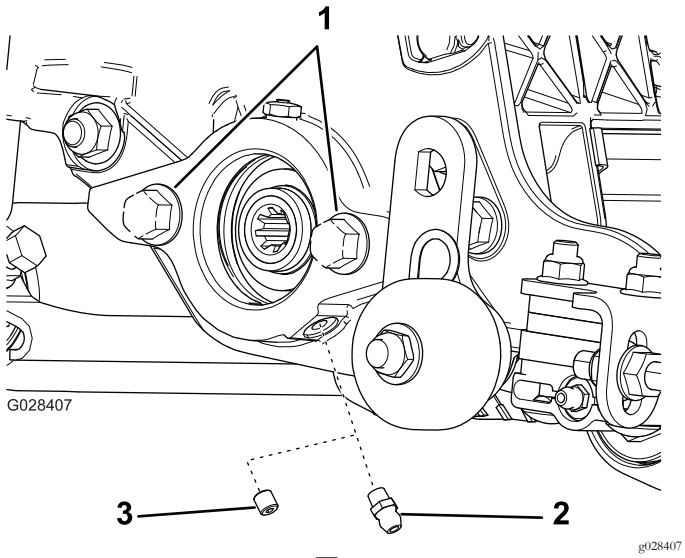

图6
1. 拆下并丢弃滚刀马达侧板上的固定螺丝 图6。
2. 安装直通黄油嘴 图6。
4. 如果滚刀马达侧板上没有螺栓请安装 图6。